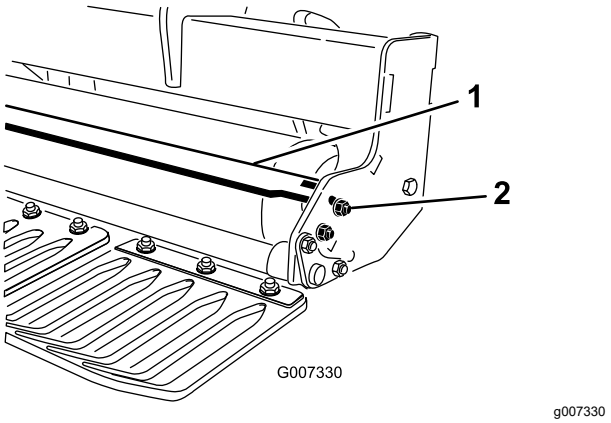

**Figuur 16**
1. Zet de moeren los waarmee de uiteinden van de schraper bevestigd zijn aan de lip van de rolschraper (Figuur 16).